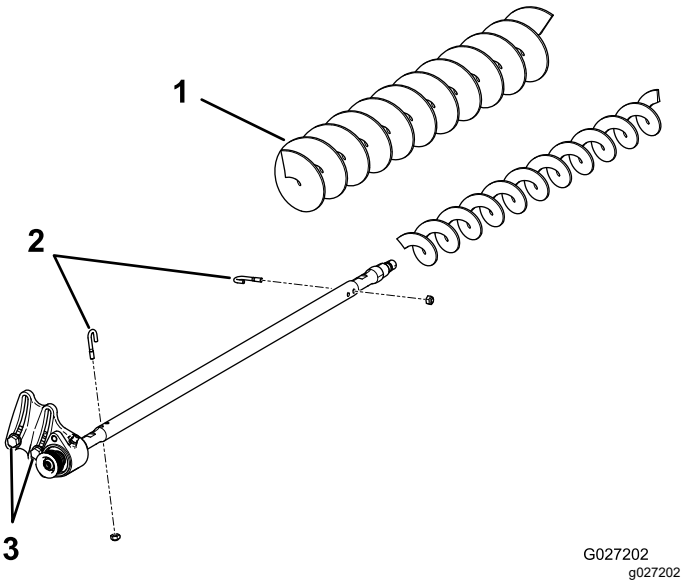

图 23
3. 拆下 2 个 J 形螺栓和螺母 图 23。
4. 滑动现有滚筒刷从刷轴上取下来 图 23。
5. 松开将传动轴承座固定到轴承座安装支架上的 2 个螺栓、垫圈和螺母图 23。
6. 把高剪滚筒刷滑入刷轴 图 23。
7. 使用之前卸下的 2 个 J 形螺栓和螺母把滚筒刷夹在轴上 图 23。